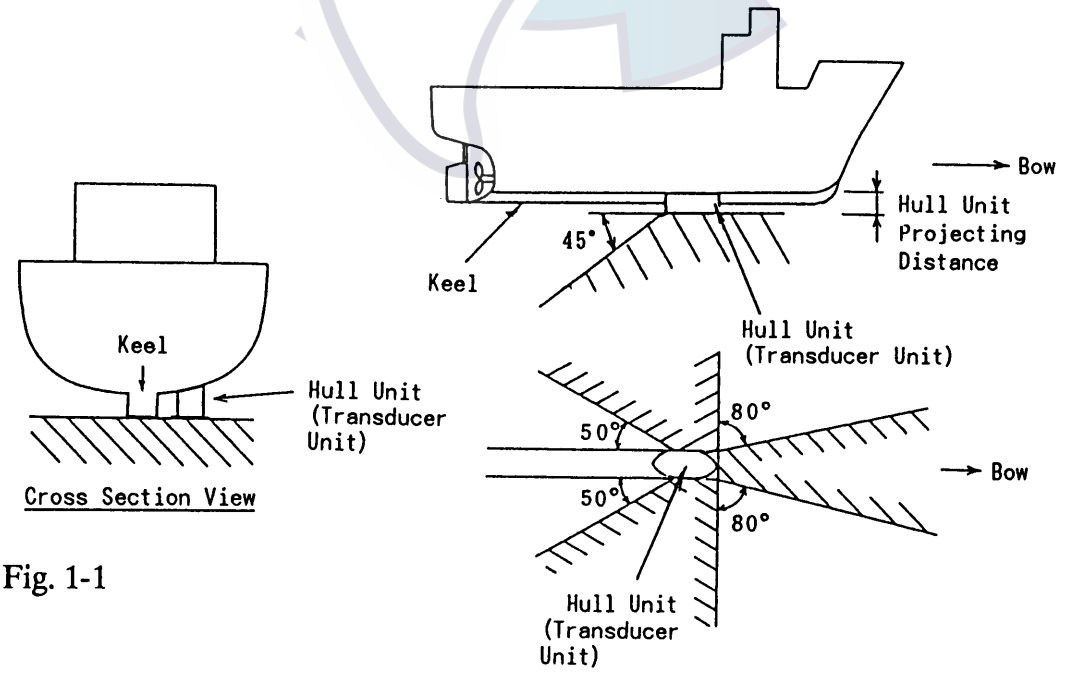

Fig. 1-1
a) No projections (such as sonar's retraction tank) should exist in the hatched area shown in Fig. 1-1. However, when the transducer unit projects below the lowest part of the keel, the effects when the sonar transducer is lowered must be taken into account.